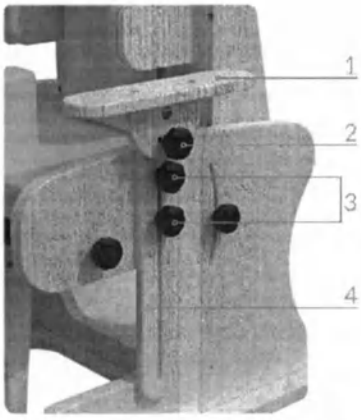

Рис. 3 – Регулировка подлокотника
Подлокотники (рис. 3)
1. Демонтируйте подлокотники полностью выкрутив крепёж (3) (см. рис. 3), состоящий из болтов, шайб и барашков.